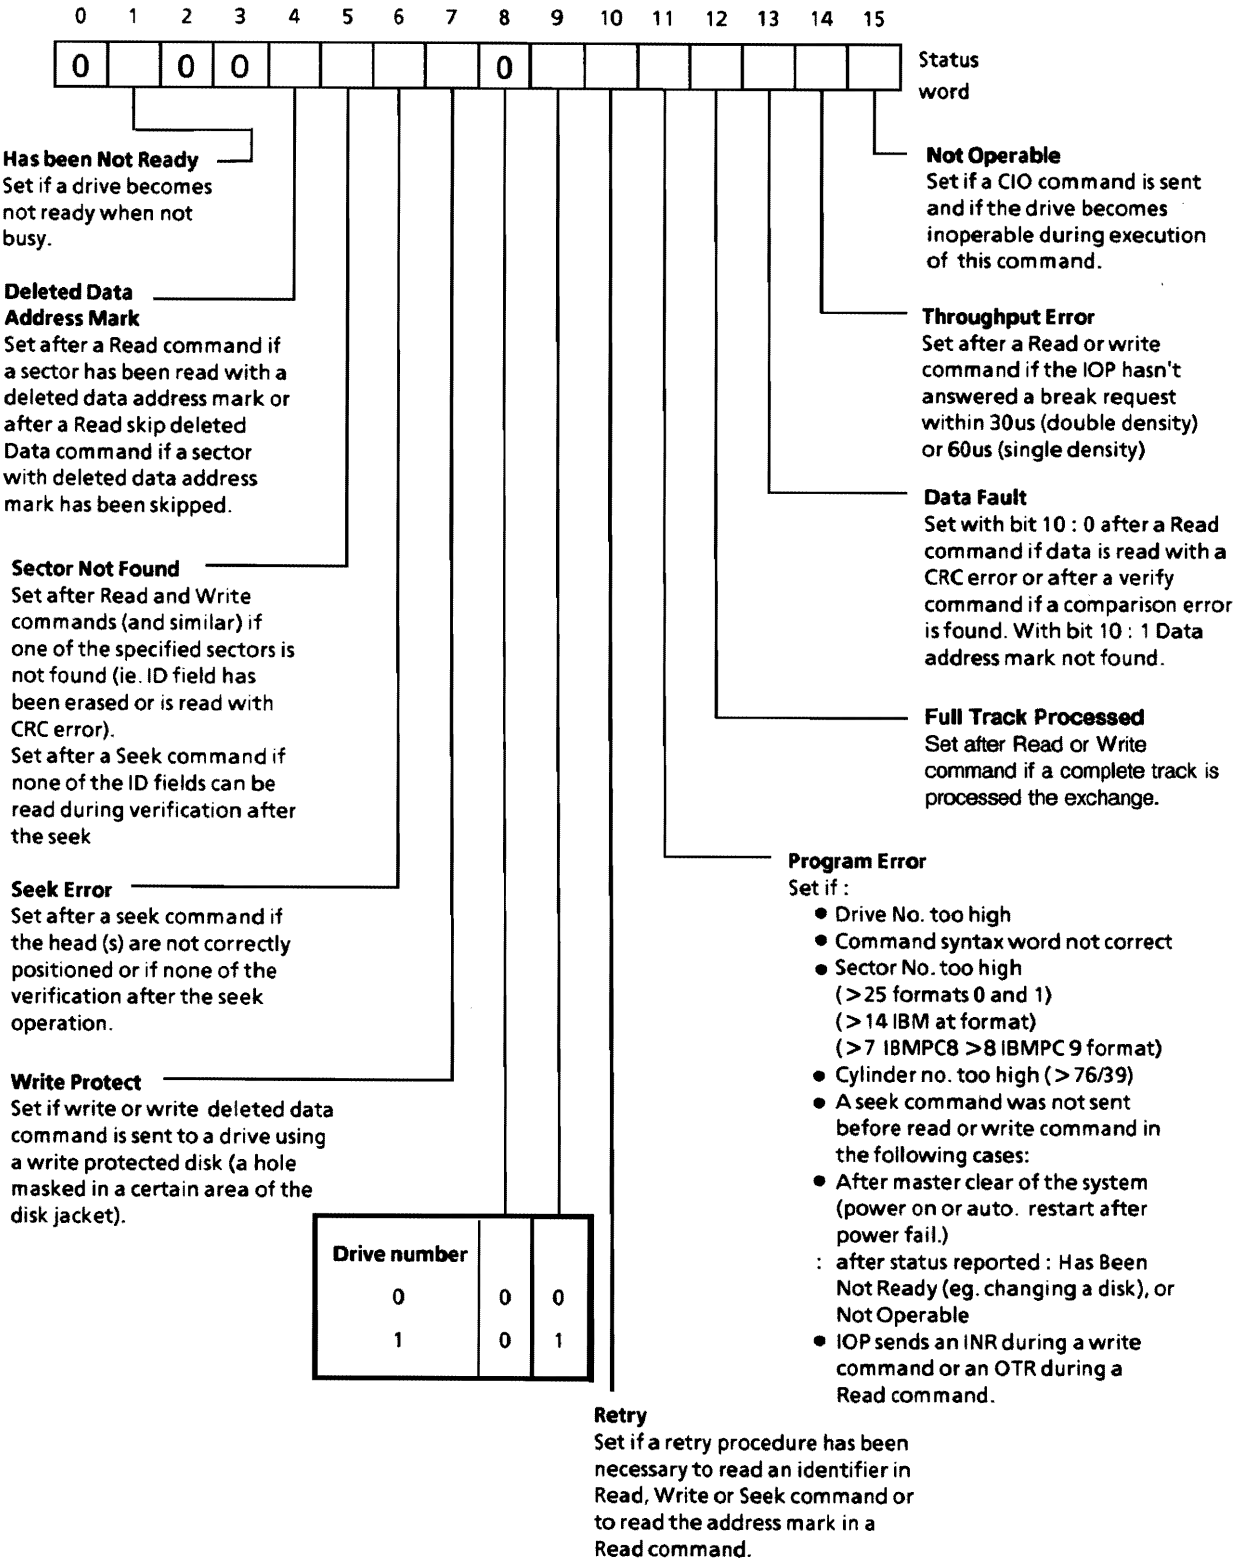

Figure 2.15 Explanation of Status Word
1. The status word is loaded onto the BIO lines of the bus (See fig. 2.15 for an explanation of the status word).